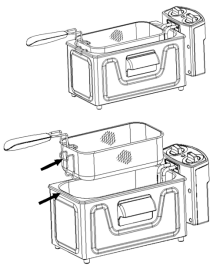

Рис. 4
7. Поднимите жарочную корзину за ручку и дайте маслу стечь (рис. 4).